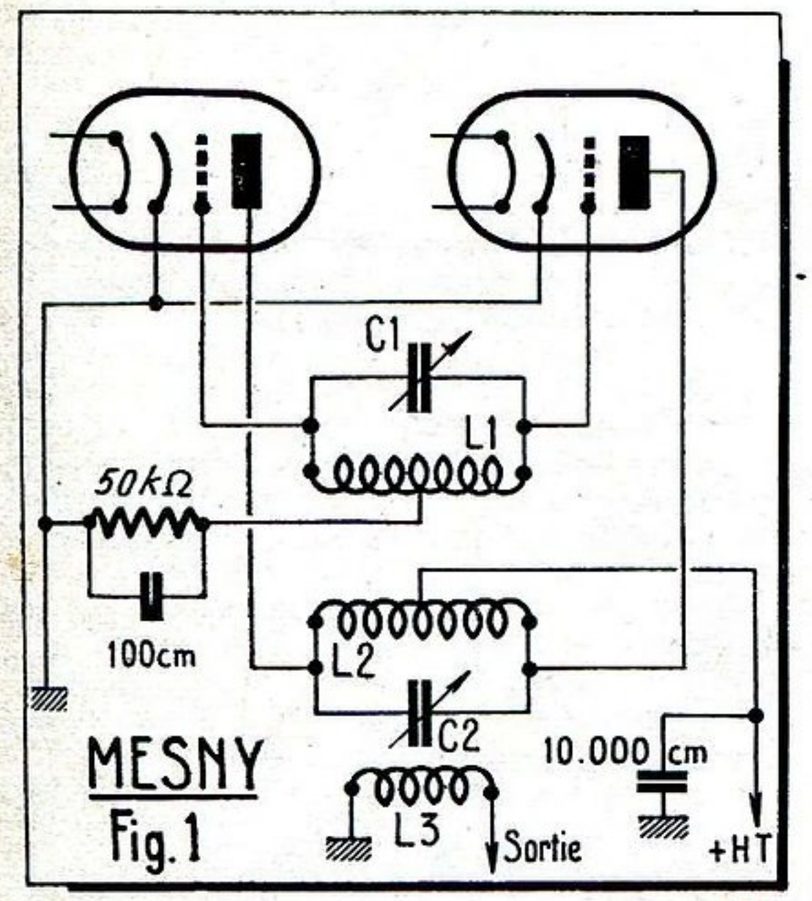

Fig. 1
I. Le Mesny (figure 1).
— Celui de plaque dont le point milieu est relié au + HT et qui est, par conséquent, traversé par le courant d'anode des deux tubes *(figure 1)*.